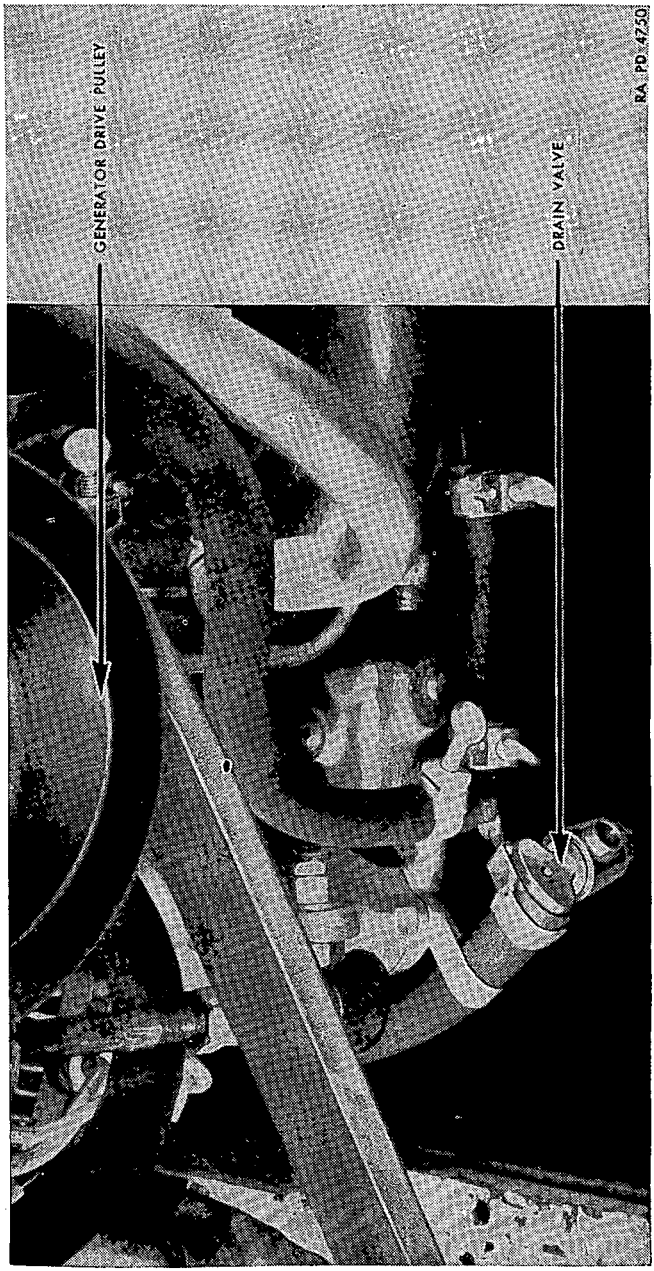

FIGURE 10.—Inlet manifold drain valve for Guiberson T-1020, series 4.
(1) Normal oil pressure is 60 to 90 pounds.
(2) Normal oil temperature is 100° F. to 170° F.
b. If the drain cock on the inlet manifold is open, close it. If the cock is closed, open it and permit all of the oil in the inlet manifold to drain out before closing it (see fig. 10).
c. Important points to remember.—(1) Engine *must* be operated for at least 30 minutes when started following a shut-down on diluted oil.
(2) Engine *must* be shut-down *immediately* after dilution.
(3) Dilution time greater than 210 seconds must *not* be used.
b. If an unavoidable stop occurs during high speed operation, place the throttle lever on decompression, open drain cock (fig. 10), and turn the engine by hand through two or three revolutions before attempting to start the engine. This is to prevent damaging the engine due to an oversupply of oil between piston and cylinder head in cylinders five and six.